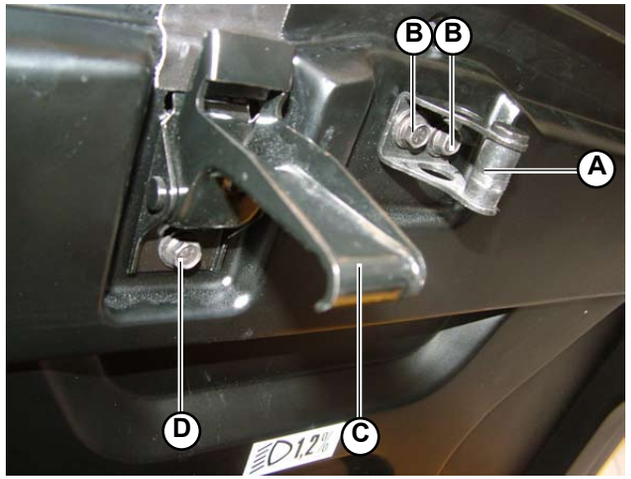

Fig.4
1. Assemble the lock (**A-Fig.4**) and secure using the 2 screws (**B-Fig.4**).
2. Assemble the safety lock (**C-Fig.4**) and secure with the screw (**D-Fig.4**).